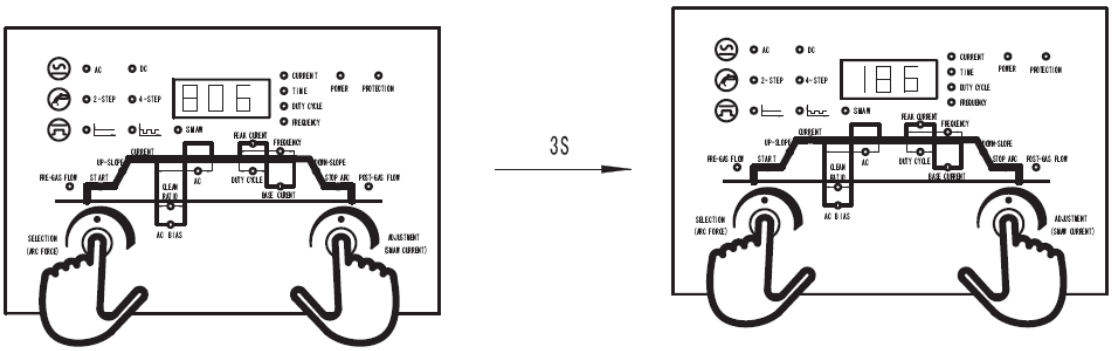

Fig. 4-3-8: Set to Gas-Cooling State
- When using gas-cooled torch, press and hold the parameter setting knob and adjustment knob at same time for 3 seconds, the "E0A/806" code disappears and the machine is set to gas-cooling state. When using gas-cooled torch, welding machine do not show water shortage protection. (Fig. 4-3-8).